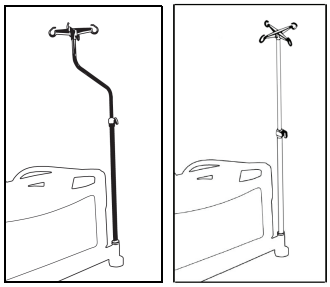

Abbildung 22 – Installieren des Infusionsständers
1. Den Infusionsständer in eine der vier Zubehörhülsen einführen (Abbildung 22).